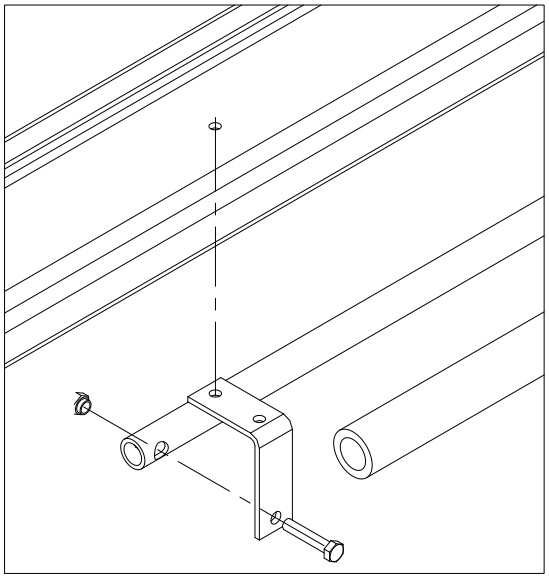
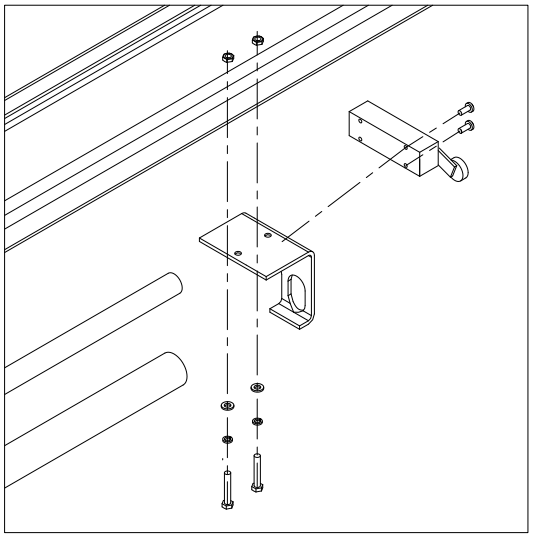

Abb. 35
Abb. 36
• Montieren Sie die Sicherheitsstange gemäss Abb. 35 und Abb. 36.